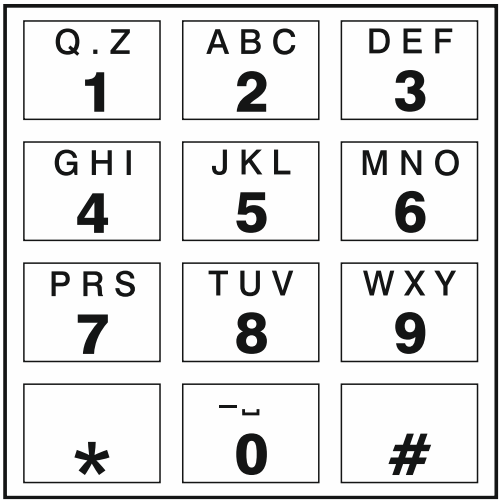

Abb. 54. Zuweisung von alphanumerischen Zeichen auf der Telefontastatur.
- jeder Zifferntaste sind drei Buchstaben zugewiesen (Abb. 54);